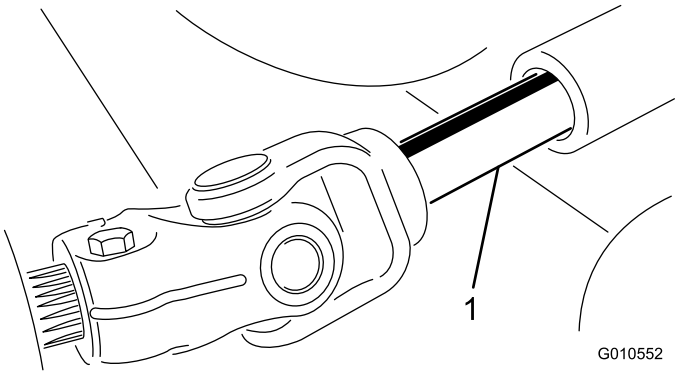

Figura 20
5. Allontanate l'apparato di taglio dal trattorino, separando le sezioni maschio e femmina dell'albero della presa di forza (Figura 20).
3. Inserite l'albero della presa di forza maschio nell'albero della presa di forza femmina (Figura 20).